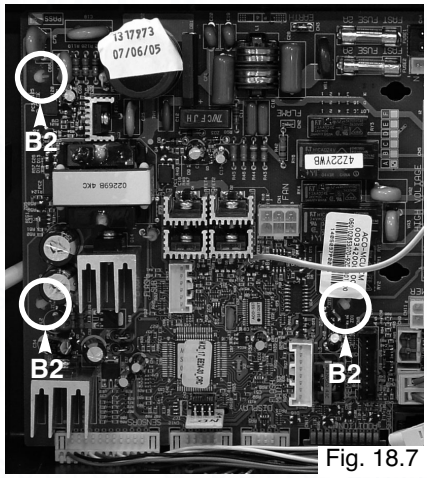

Fig. 18.7
5. Compress the three peripheral plastic parts "**B2**" to unlock the fitting P.C.B. , and pull it toward you simultaneously (see Fig. 18.7);